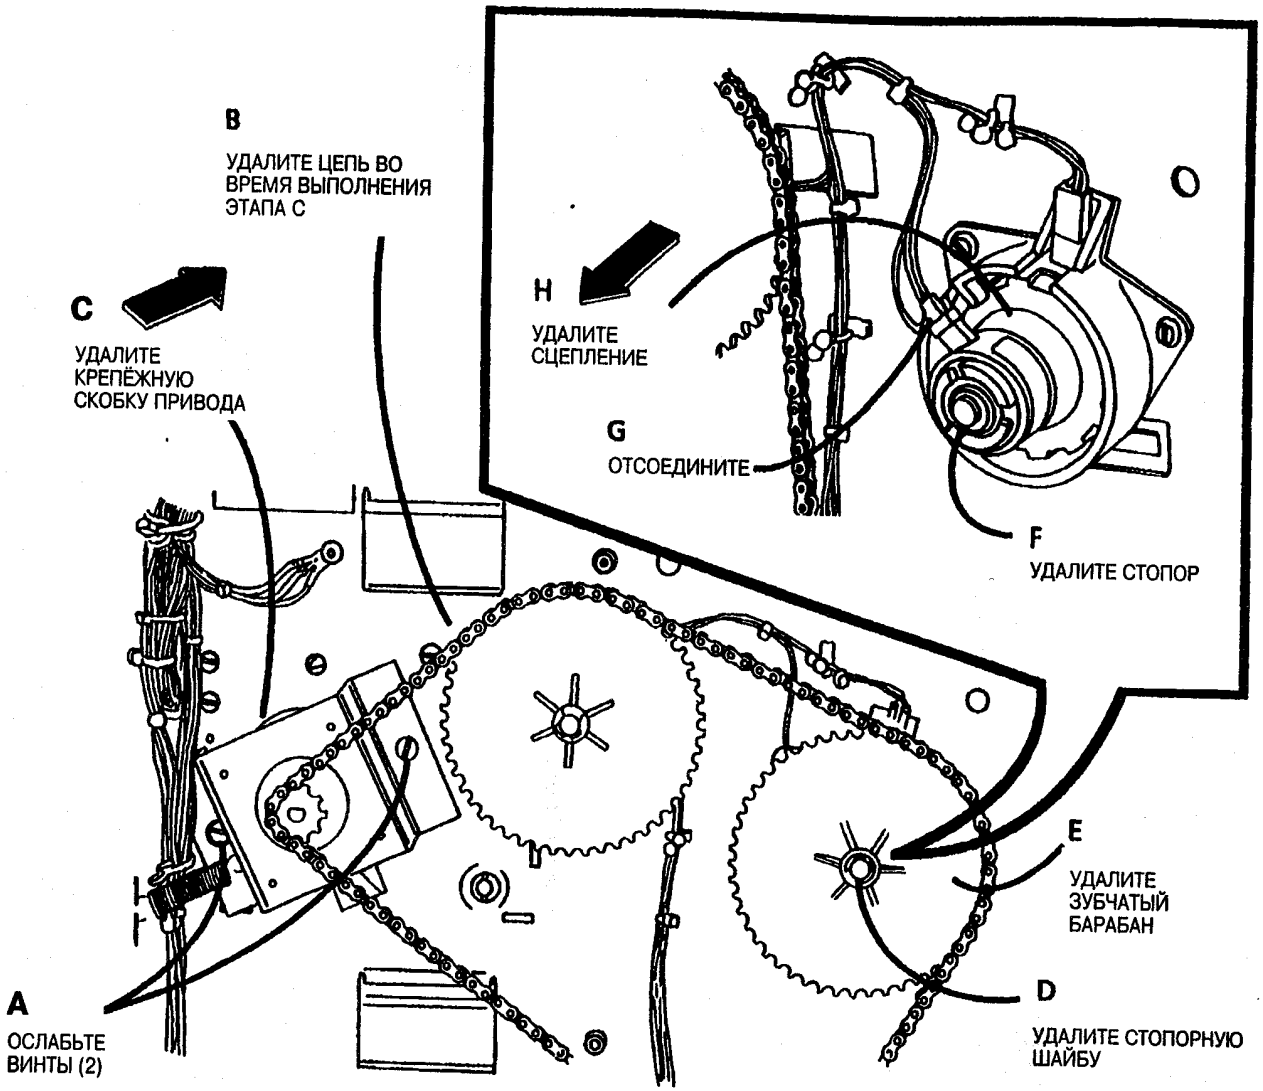

Рис. 1: Удалите сцепление
3. (Рис. 1): Удалите сцепление.